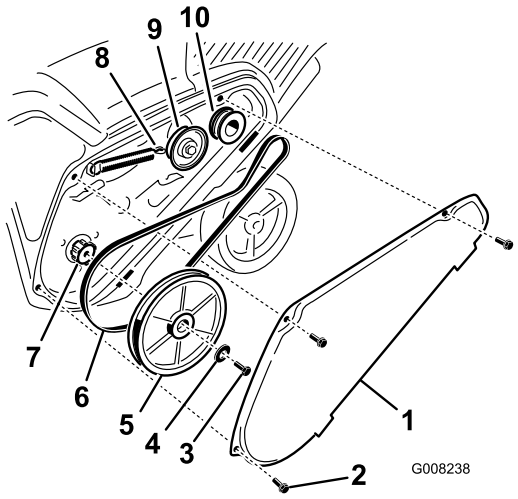

Figure 37
1. Remove the drive belt cover by removing the 3 bolts as shown in Figure 37.
2. Unhook the brake spring from the idler arm to release the belt tension (Figure 37).
3. Remove the screw and curved washer that holds the rotor pulley (Figure 37).
4. Remove the rotor pulley and the drive belt (Figure 37).
loose rotor pulley positioned just above the rotor shaft (Figure 37).
6. Install the rotor pulley onto the rotor shaft (Figure 37).
7. Install the curved washer and the rotor-pulley bolt and tighten them securely (Figure 37).